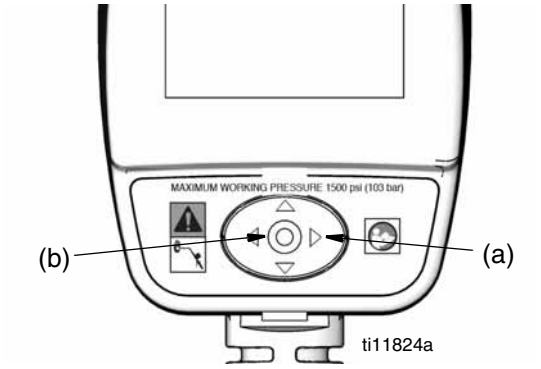
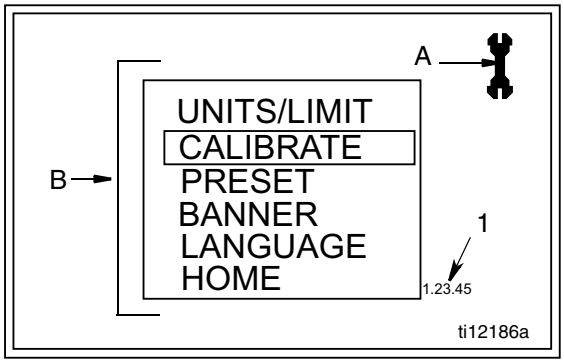

FIG. 11
FIG. 12
Ecran de configuration principal (FIG. 12)
1. Maintenir la FLECHE DE DROITE (a) appuyée seule, pendant quelques secondes (FIG. 11).
2. Ensuite, Appuyez en même temps sur le bouton ENTREE situé au milieu (b) (FIG. 11). Maintenir les deux boutons appuyés jusqu'à ce que l'Ecran de configuration principal illustré en FIG. 12 s'affiche.
Caractéristiques de l'écran principal (FIG. 12)